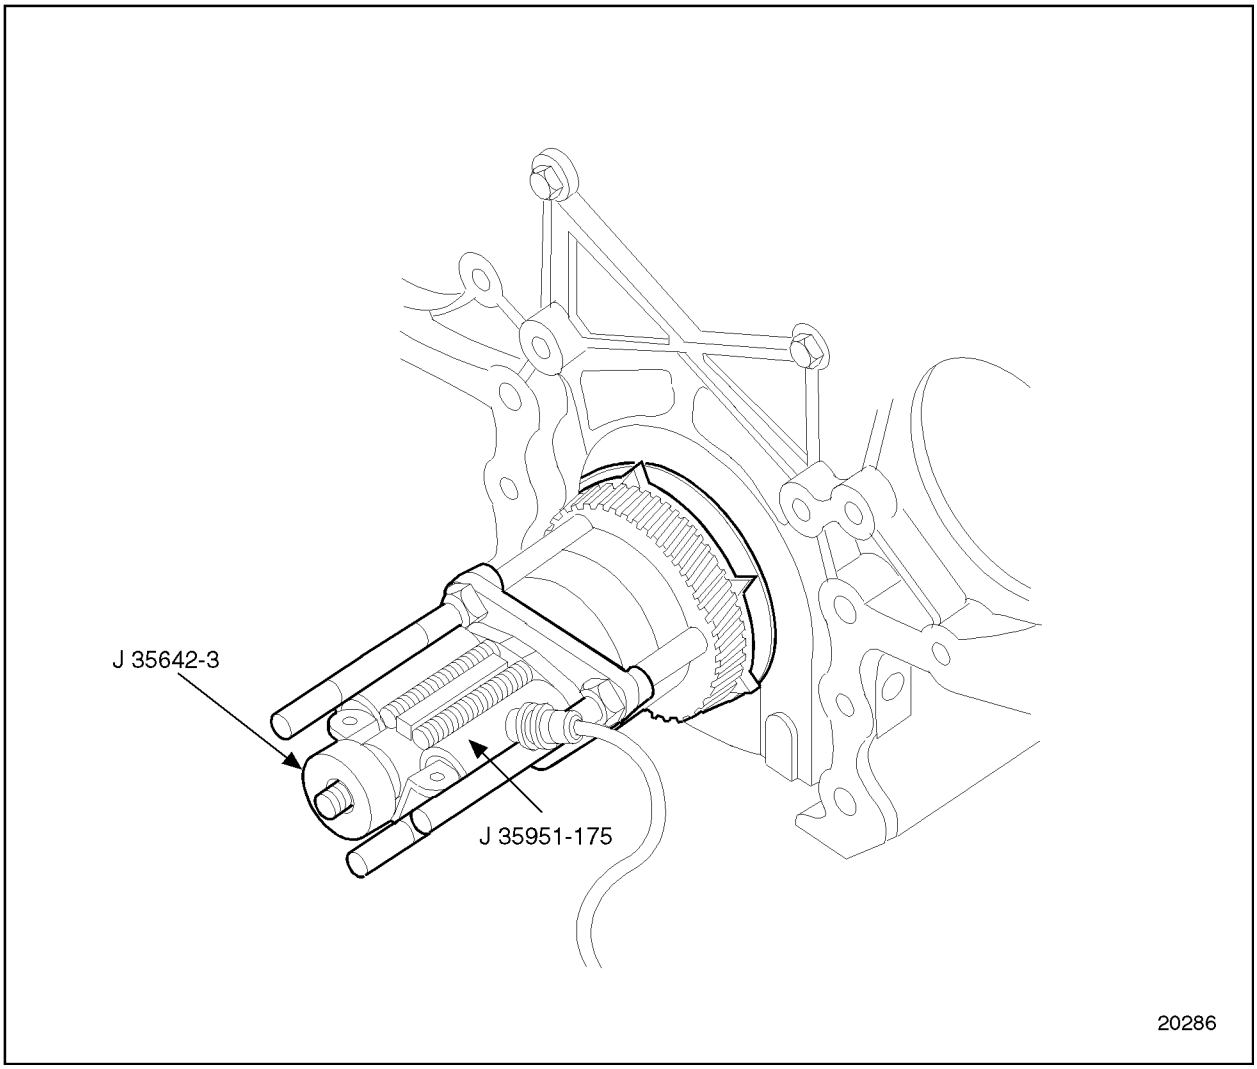

Figure 1-451 Crankshaft Timing Gear Installation Tools
8. Install the three retaining nuts to the puller legs. Thread the nuts past the first set of threads on the legs. Slide the nuts past the unthreaded portion of the shafts, and engage the second set of threads. Tighten but do not torque the retaining nuts. See Figure 1-451.
9. InstallJ 35951-175 to the base post rod. See Figure 1-451.